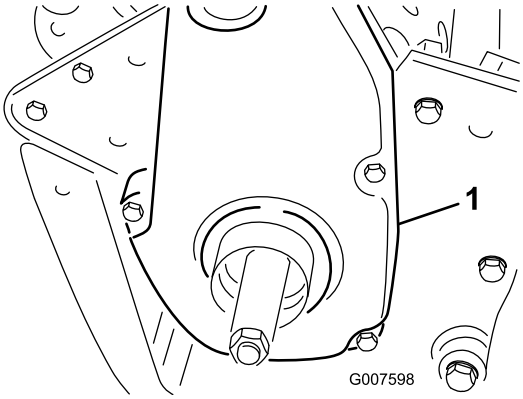

Figur 37
1. Ta bort fästskruvarna på remkåpan och sedan remkåpan så att remmen blir synlig (Figur 37).